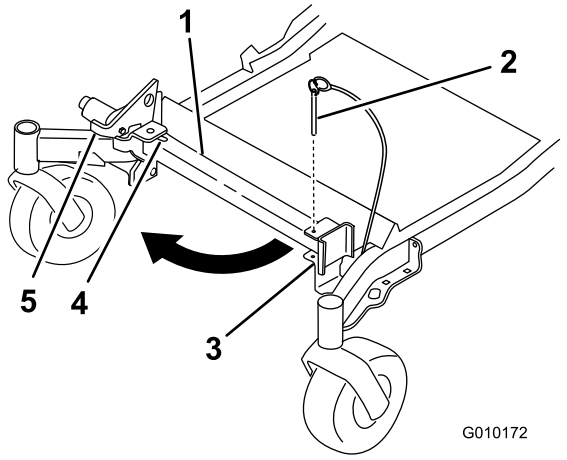
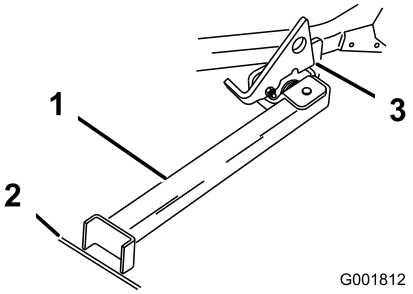

Figura 39
Figura 40
2. Retire el pasador del soporte (Figura 39).
3. Levante el enganche. Gire el pie del soporte hacia adelante, y deslice el soporte hacia la máquina, hasta que encaje en la parte de abajo de la ranura (Figura 39 y Figura 40).
4. Ponga el pie del soporte en el suelo con el enganche descansando sobre la pestaña de giro (Figura 40).
Nota: Para obtener los mejores resultados, coloque el pie del soporte en una ranura de la acera o en el césped (Figura 40).
6. Conduzca la máquina sobre el soporte. Pare cuando el enganche caiga por encima de la pestaña a la posición bloqueada (Figura 40). Una vez que esté sobre el soporte, ponga el freno de estacionamiento y apague el motor.
5. Ponga el soporte de nuevo en su posición de descanso (Figura 39).